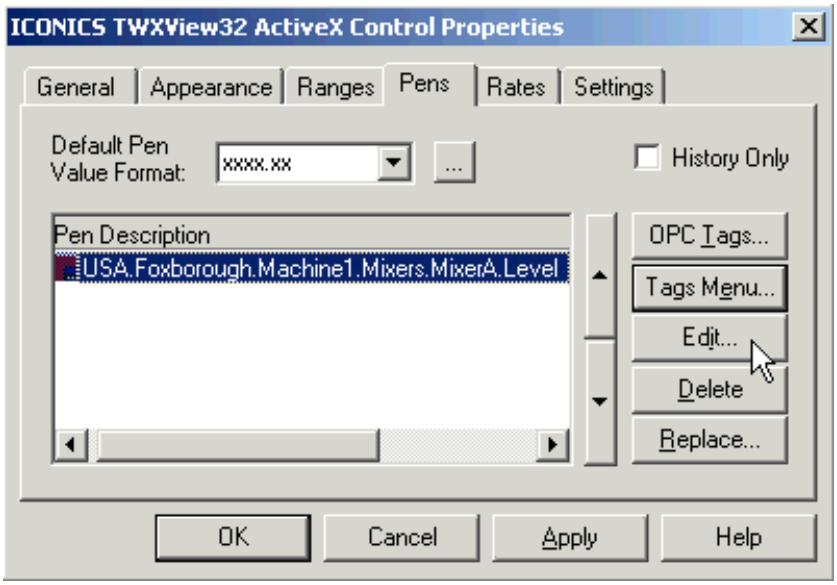

Figure L13.31 - Editing the History Pen
17. Select the MixerA.Level pen in the Pens tab and click on the "Edit" button, as depicted in Figure L13.31.